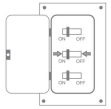

Fig 6
Step 6: Finally turn on the power breaker. Check whether the device screen lights up normally. See Figure 6.